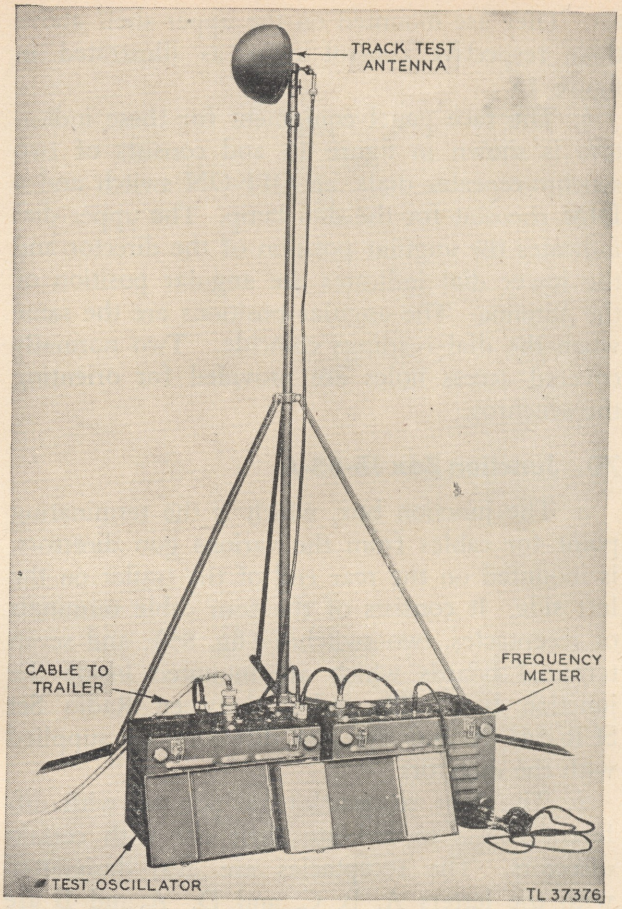
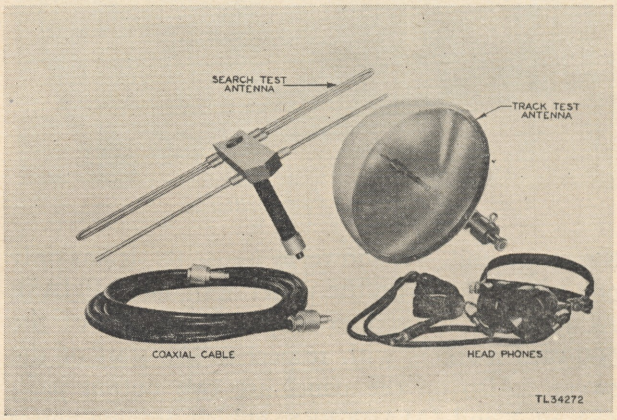

Figure 86. Test antenna set up for operation.
Figure 92. Test antennas.
(1) Test Oscillator I–185–A, 94 watts.
(2) Range Calibrator I–189–A, 92 watts.
(3) Synchronizing Unit I–187–A, 88 watts.
(4) Frequency Meter I–183–A, 45 watts.
(5) Standing-wave meter.
(6) Test Antenna AN–107–A (fig. 86) including:
a. The test antenna carrying case contains the following parts which are shown in figure 92:
(1) One track test antenna.
(2) One search test antenna.
(3) One pair high-impedance headphones.
(4) One 18-foot, low-loss cable (cord 22).
d. The 1,000 foot cable (CD 717) has a male Russell and Stoll connector on one end which, when in use, is plugged into the synchronizing unit. The other end having a female Russell and Stoll connector, is plugged into the test oscillator (fig. 86).